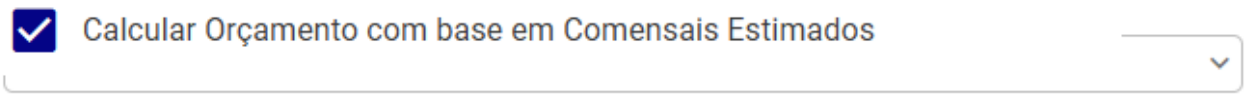

Figura 37: Calcular Orçamento Base Comensais Estimados
- **Calcular Orçamento com Base em Comensais Estimados (Figura 37):** Habilita o cálculo do orçamento baseado nos comensais planejados para esta unidade específica. Esta opção só deve ser marcada se o parâmetro global **Utiliza Mês Base** (na **Guia Geral**) estiver desabilitado.